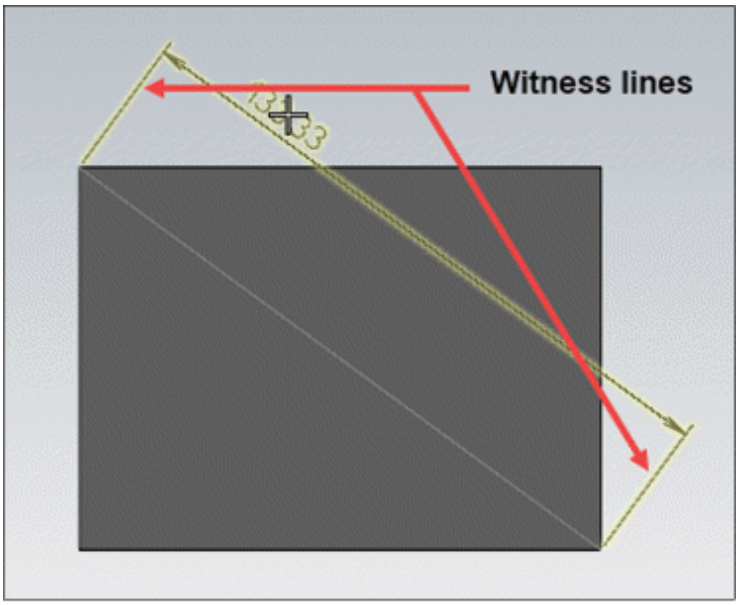

Figure-4. Witness lines in dimension
- Select desired radio button from the **Leader Arrows** rollout to specify the position of leader arrows in dimension. Select the **Inside** radio button to keep arrows inside the witness lines. Select the **Outside** radio button to keep arrows outside the witness lines; refer to Figure-4.